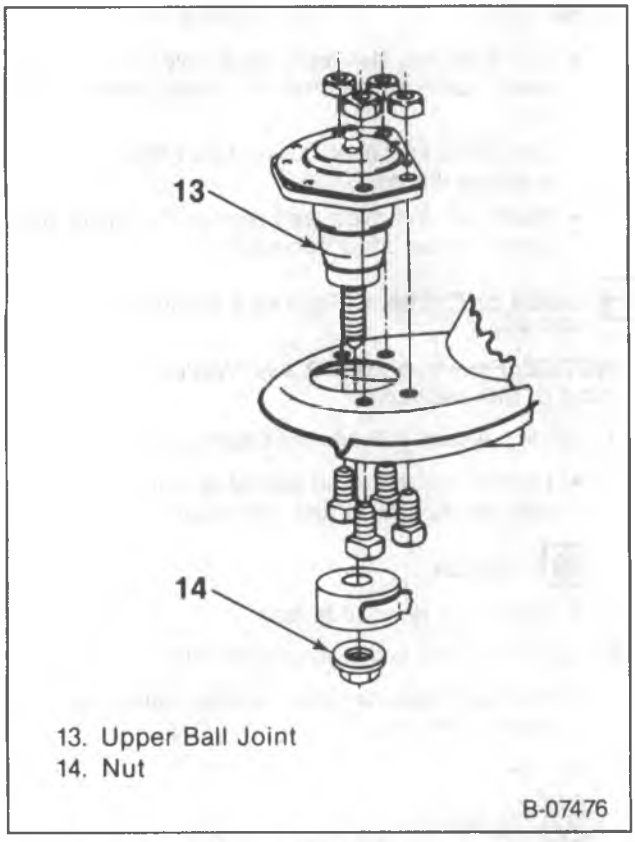

Figure 25—Installing the Upper Ball Joint
1. Upper ball joint (13) into the upper control arm (28).
- Position into the upper control arm and install the four attaching bolts and nuts (figure 25).